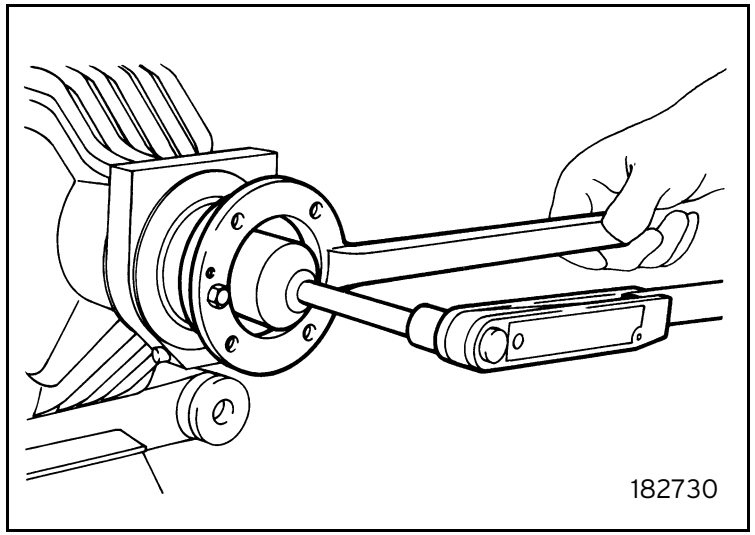

Fig. 30
- Fit the propeller shaft flange, apply Molycote 1000 and fasten the ring at the specified tightening torque (figure 30):